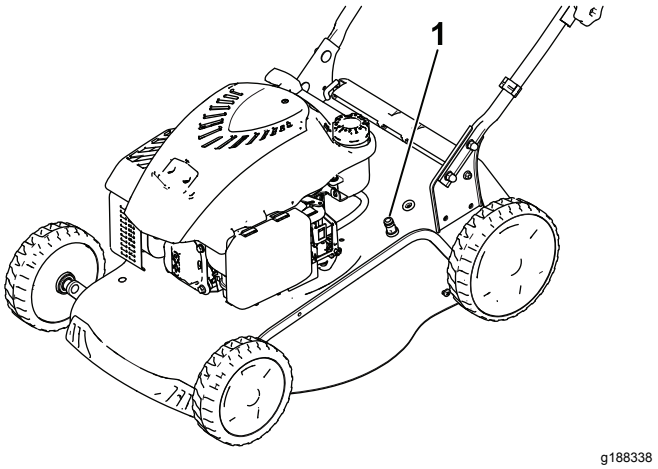

Figuur 18
5. Bevestig een tuinslang die aangesloten is op een kraan aan de snelwasaansluiting (Figuur 18).